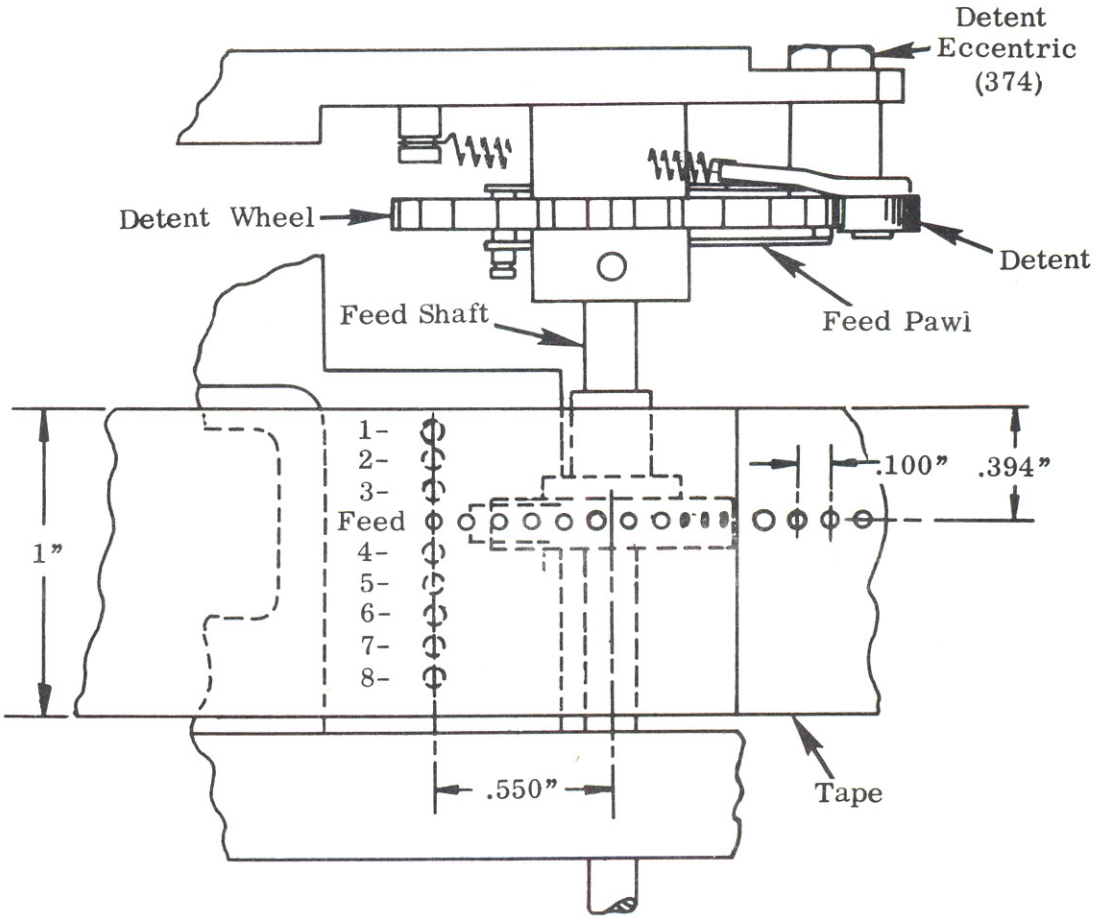

Figure 12 Tape Registration
1. The tape support plate should support the inside edge of a properly perforated tape so that the code holes in the tape are concentric with the reader pins. The tape support plate is adjustable to obtain this result and care should be taken to be sure the support is square with the guide block before the screws are tightened. In a properly perforated tape, the center line of the feed holes is .394" plus or minus .005" from the inside edge of the tape. Adjust the inside and outside tape guides located on the rear contact arm to obtain the same results as mentioned above. Adjust the tape stripper so that it locates even or below the surface of the pinwheel. (So that the hold down arm rests on the pinwheel and allows tape clearance between the stripper and the hold down arm.) (See Figure 12)